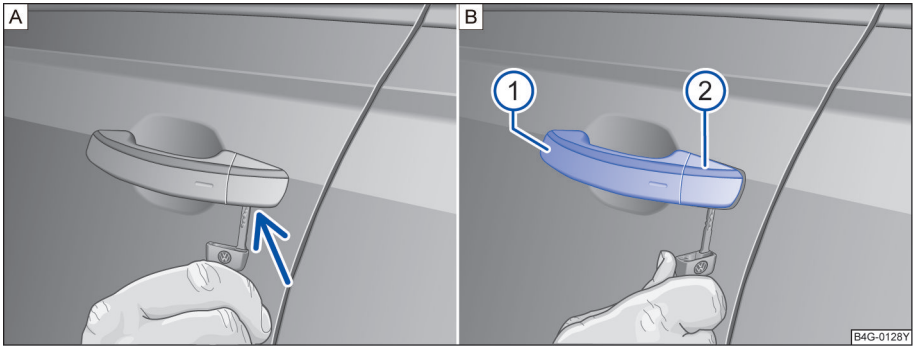

图 158 取下在驾驶员车门内车门锁的盖罩
- 拉起开门把手 ①。
- 将无线遥控钥匙的钥匙头从下面插入盖罩的开口内⇒图 158 ②。
- 转动钥匙以便松开盖罩并取下。⇒图 158